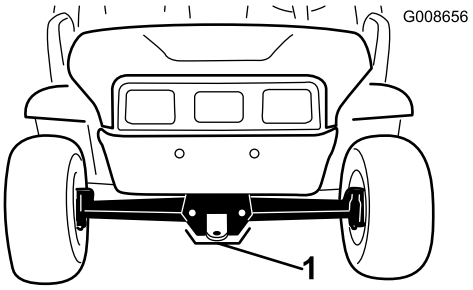

Figur 25
- Lyftpunkten framtill på maskinen sitter på ramens framsida under dragöglan (Figur 25).